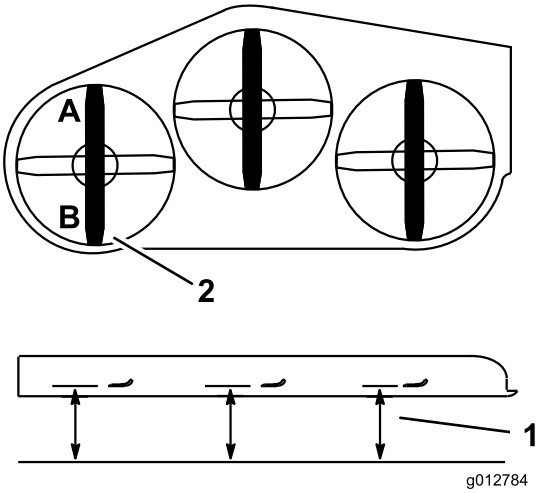

**Figur 85**
2. Mål den venstre kniven ved **A**-plasseringen, fra en jevn overflate til knivveggen på knivspissen, og noter denne målingen (Figur 85).
3. Mål den venstre kniven ved **B**-plasseringen, fra en jevn overflate til knivveggen på knivspissen, og noter denne målingen (Figur 85).
4. Kniven skal være 6–10 mm lavere ved plasseringA enn ved plassering **B** (Figur 85). Dersom defleksjonen ikke er korrekt, gå til følgende trinn.